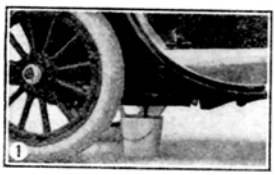

Fig 1
1. Remove the drain plug from the bottom of the oil reservoir and drain off all oil. Fig. 1.